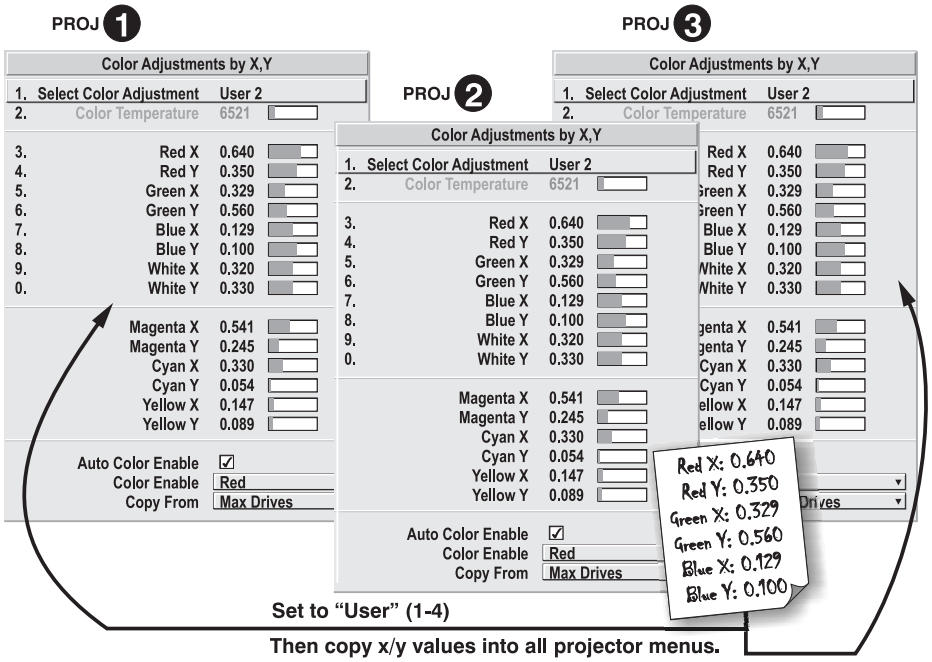

Figure 3.31. Copy X/Y Values into All Projectors
5. In each projector, select a "User" color adjustment (1-4) to enable *Color Adjustments by X,Y* changes. Then enter your recorded x/y values into each menu (Figure 3.31).